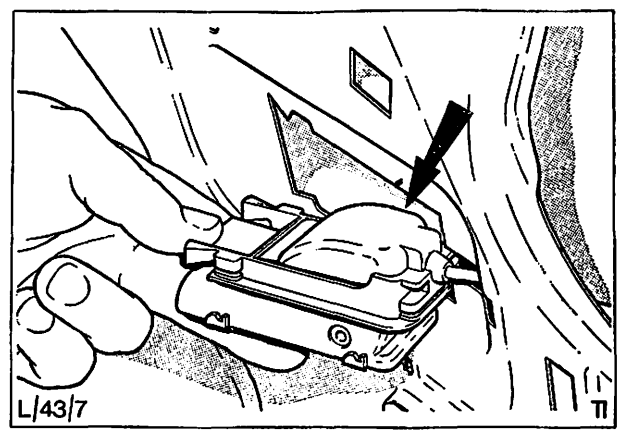

Abb. 48 Schloßfernbetätigung ausbauen
3. Gehäuse – Türöffnungshebel komplett nach hinten schieben, damit es vom Türinnenblech frei wird. Anschließend Hebelgehäuse entsprechend drehen, um die Fernbetätigungsstange auszuhängen, Abb. 48.